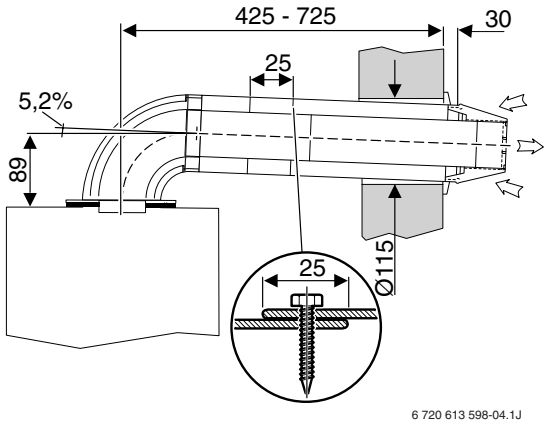

Fig. 13
- ▶ Mediante il sistema telescopico del terminale (1.1), definire la sua lunghezza in modo tale che, allesterno, il terminale stesso fuoriesca almeno 30 mm dal filo esterno del muro, esclusa la griglia antivento (1.5). Vedere fig. 13.
▶ Fissare il terminale (1.1), alla prolunga della curva flangiata (1.2), con la vite autofilettante (fig. 13).